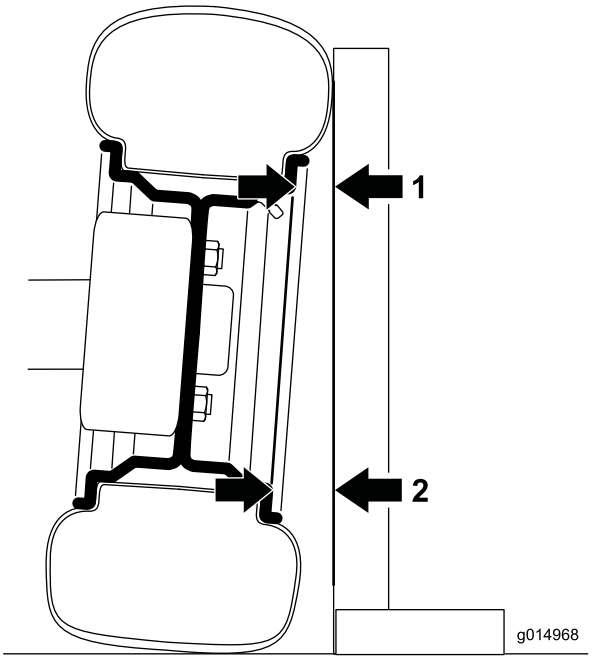

Figur 51
1. Kontrollera lutningen utåt genom att placera en 90-gradig vinkelhake på marken på så sätt att den lodräta kanten vidrör däckets framsida (Figur 51).
2. Mät avståndet från samma del av fälgen upptill och nedtill på däcket och till vinkelhaken (Figur 51).